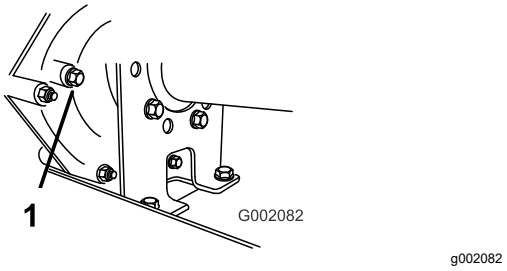

Figur 55
2. Ta bort bulten från nivåindikeringshålet (Figur 55).